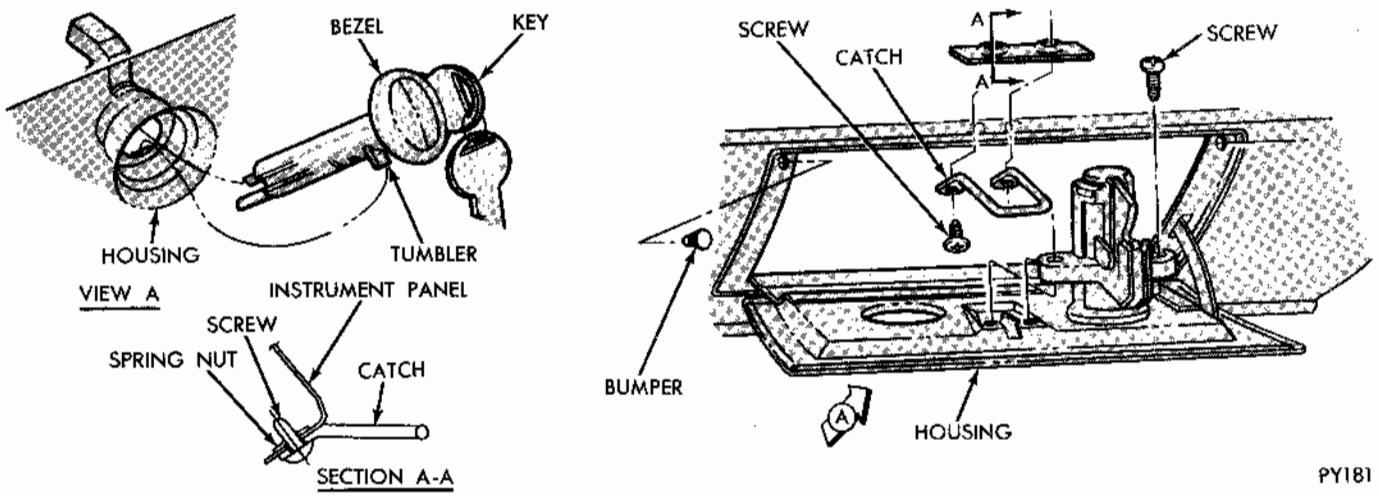

Fig. 8 - Glove Box Lock - ALL
(1) Open glove box door and put latch lever into lock position, insert key and turn to lock position (Fig. 8).
(2) Remove key and with a small pointed tool or screw driver depress tab located in lock hous-